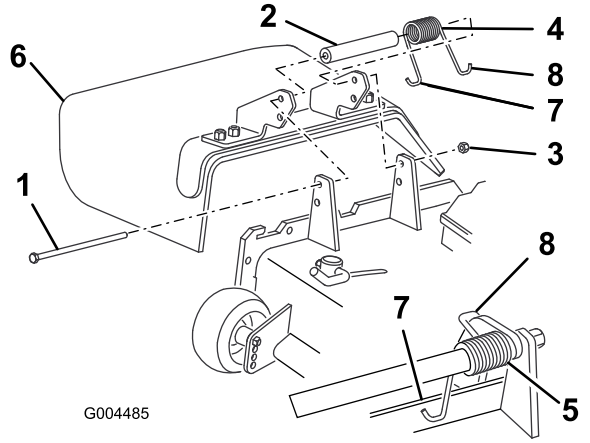

Figur 71
2. Fjern låsemutteren, bolten, fjæren og avstandsstykket som holder avlederen festet til svingbrakettene (Figur 71). Fjern den skadde eller slitte gressavlederen.
3. Plasser avstandsstykket og fjær mellom reservegressavlederbrakettene (Figur 71). Plasser høyre J-krokende av fjæren bak enhetskanten.
Merk: Påse at venstre J-krokende av fjæren er montert bak kanten på klippeenheten før du monterer bolten som vist i Figur 71.
4. Monter bolt og mutter. Plasser høyre J-krokende av fjæren rundt gressavlederen (Figur 71).